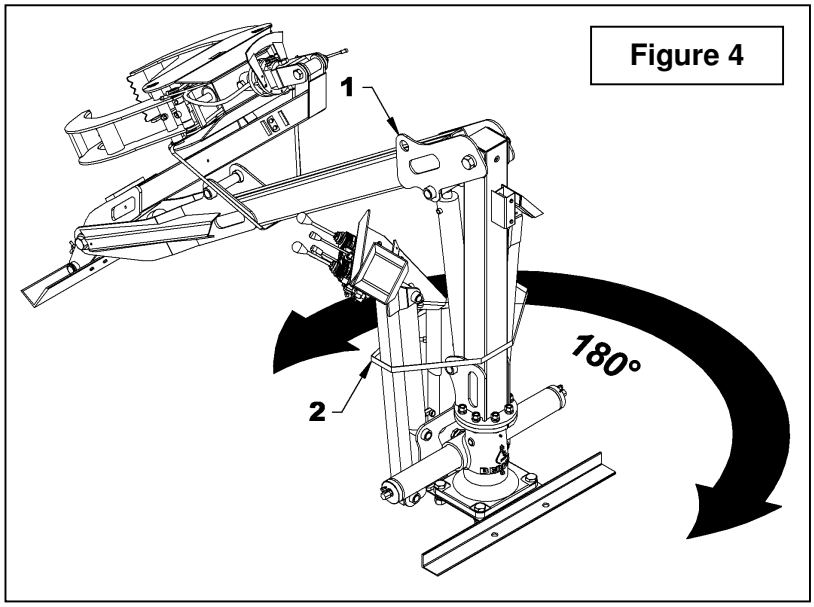

Figure 4
1. **Figure 4:** Retirer la courroie métallique (item 2) et soulever la chargeuse à l'aide de la plaque de relevage (item 1).
5. **Figure 4:** Faire pivoter la chargeuse de 180º en s'assurant de la tourner dans le bon sens pour s'assurer que les boyaux hydrauliques ne s'enroulent pas autour du mat.